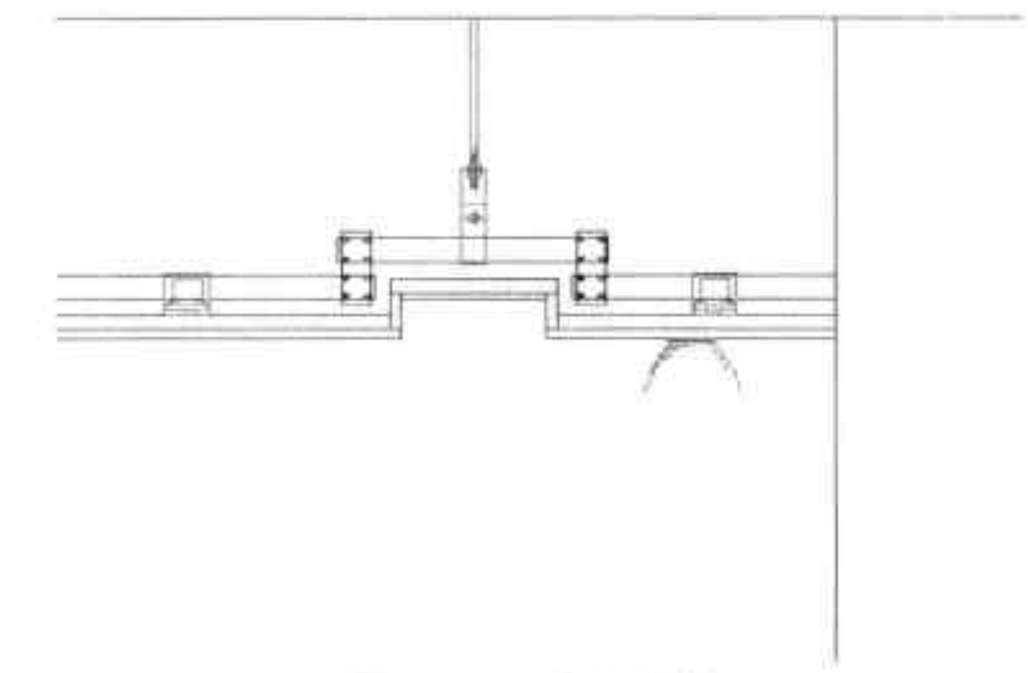

图19-143 插入图块
Step 10 执行“插入块”命令，将吊顶配件、T5 灯具图块插入图形合适位置，如图 19-143 所示。